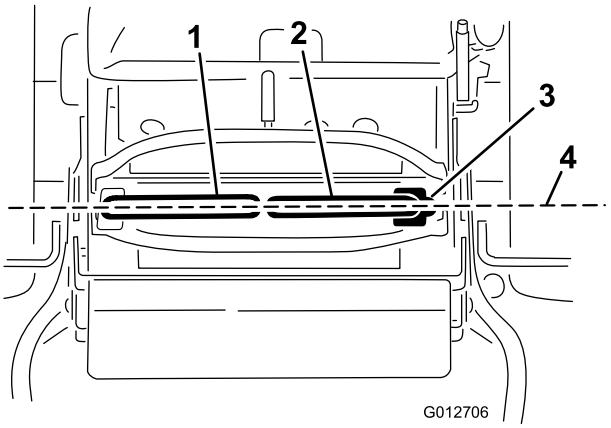

Figure 71
Important: Vérifiez que la correction directionnelle de la machine est correcte après avoir réglé les leviers de commande de déplacement. La procédure est identique pour régler la correction directionnelle et aligner les leviers de commande de déplacement longitudinalement (Figure 71).
1. Une fois le réglage horizontal terminé, contrôlez l'alignement avant/arrière en poussant légèrement les leviers de commande vers l'avant pour rattraper le mou de la timonerie des leviers de commande (Figure 71).